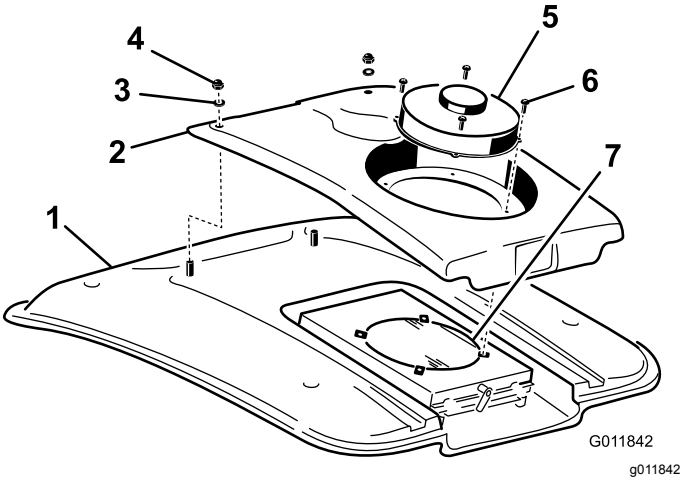

Figuur 116
2. Verwijder de (4) schroeven waarmee de ventilator en de condenserkap aan de ventilatorbeugel zijn bevestigd (Figuur 116).
4. Verwijder de twee moeren en ringen waarmee de voorzijde van de condenserkap aan het cabinedak is bevestigd (Figuur 116).
8. Reinig de condenser van de airconditioning grondig met perslucht (Figuur 116).